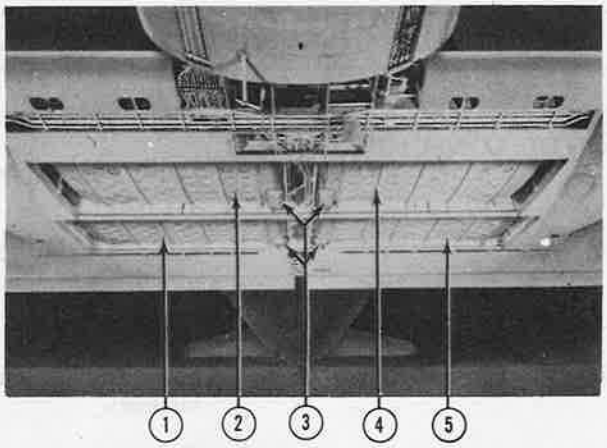
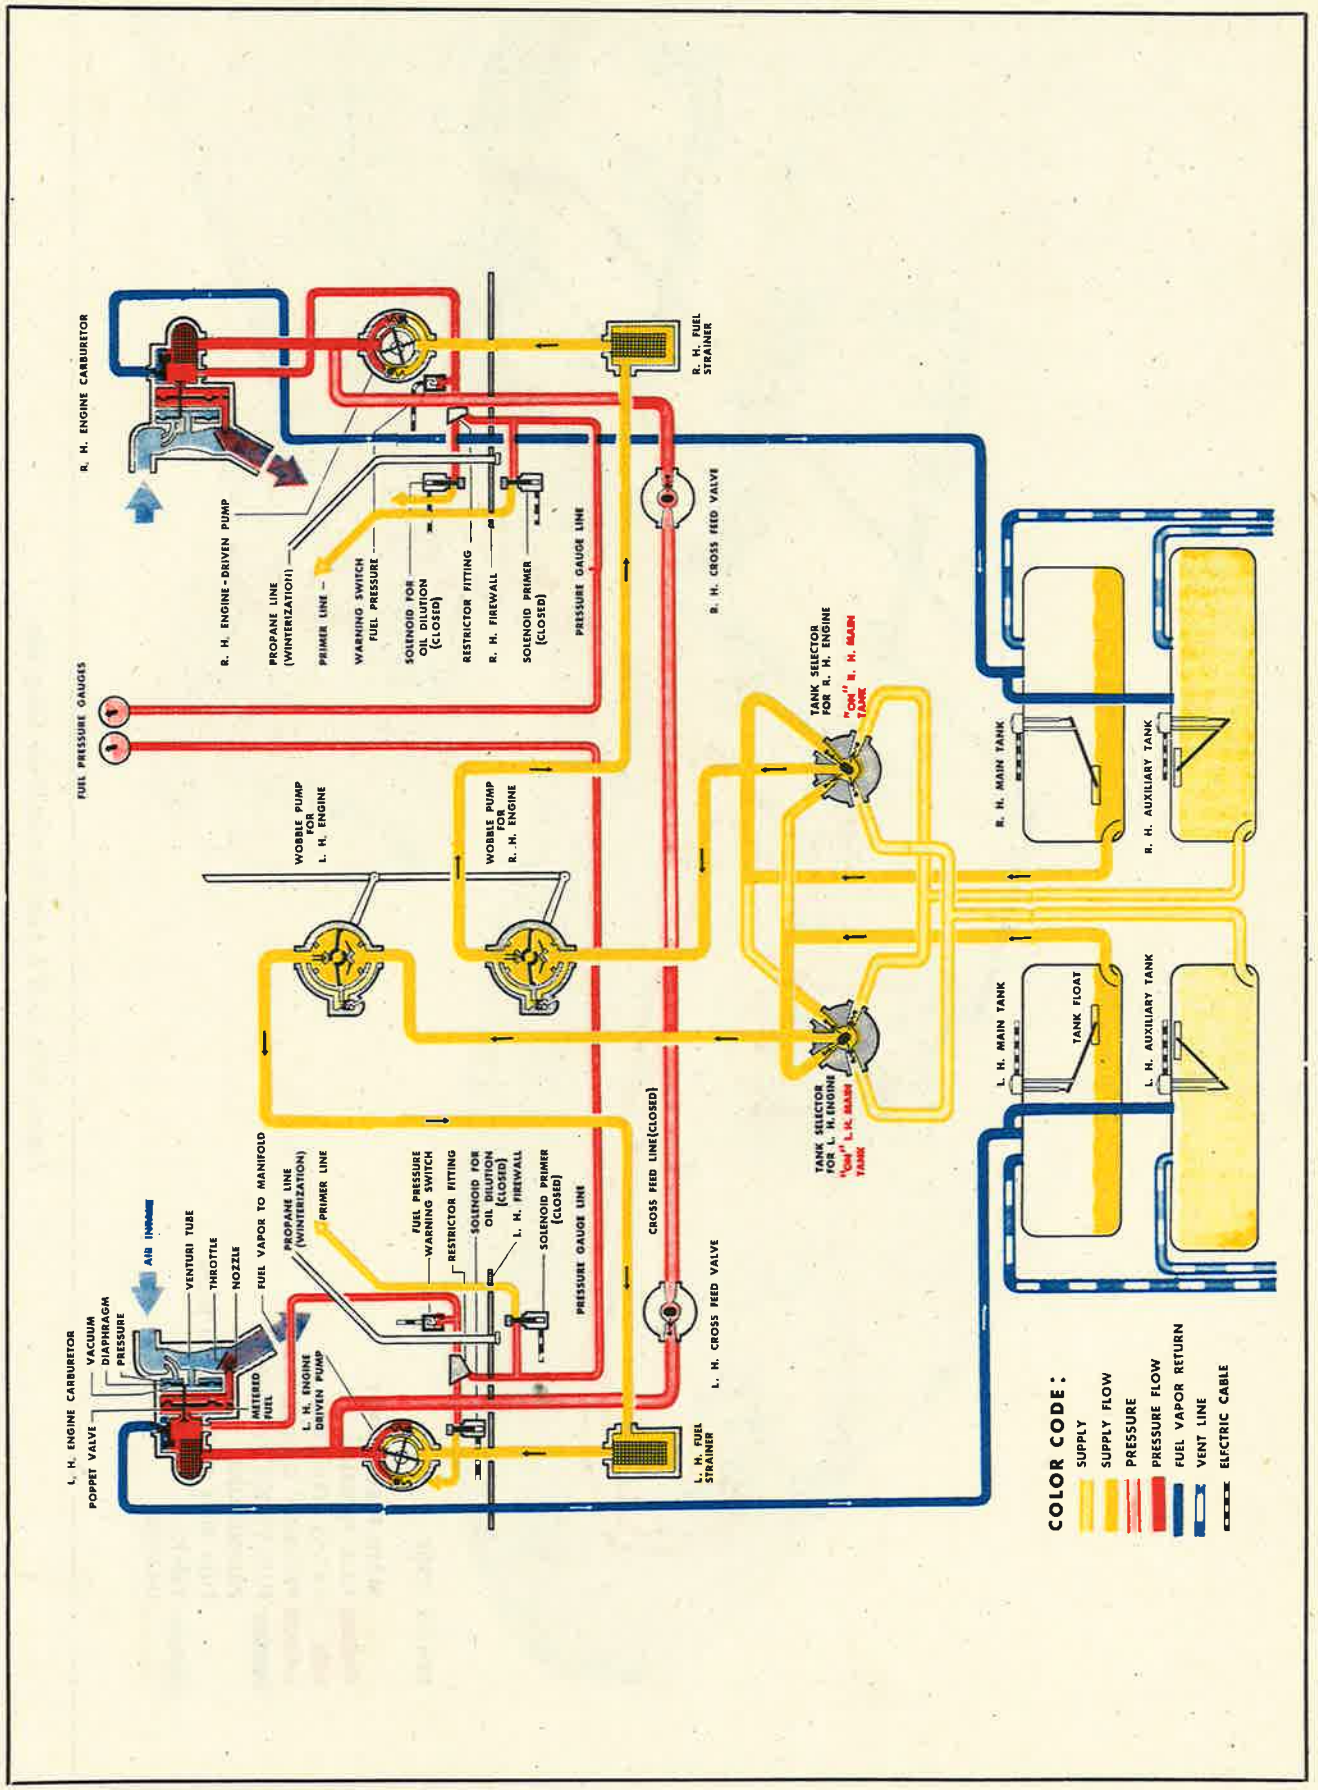
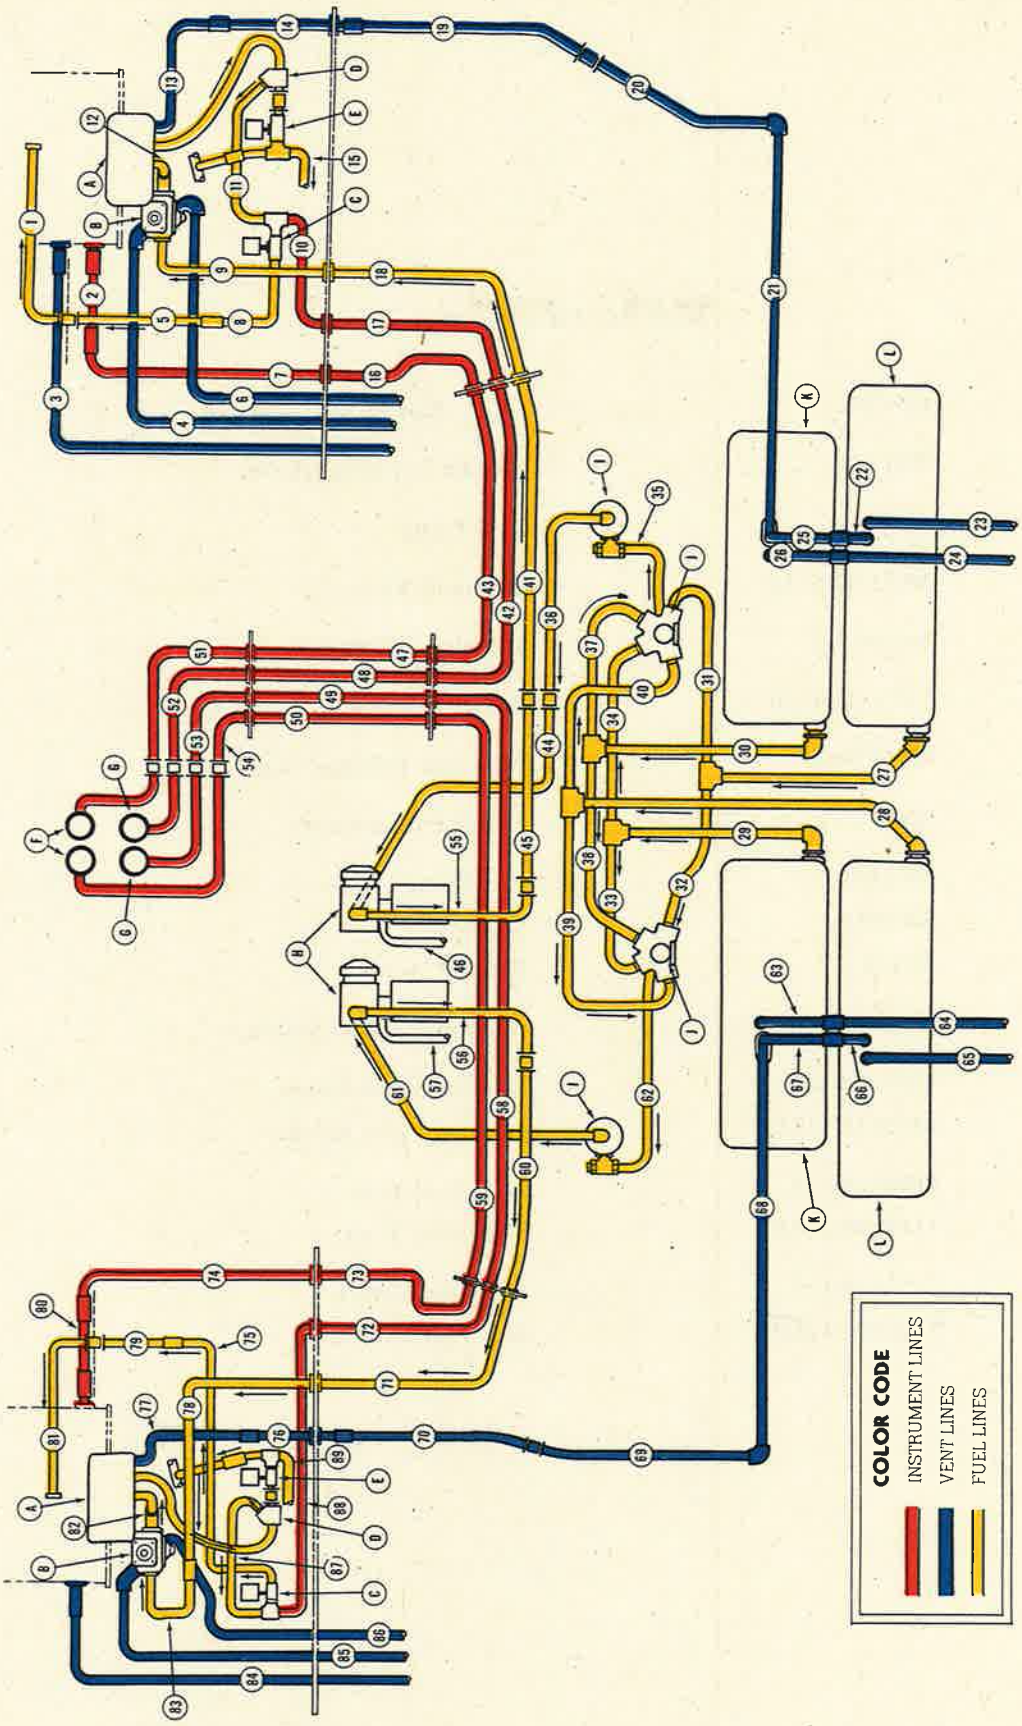
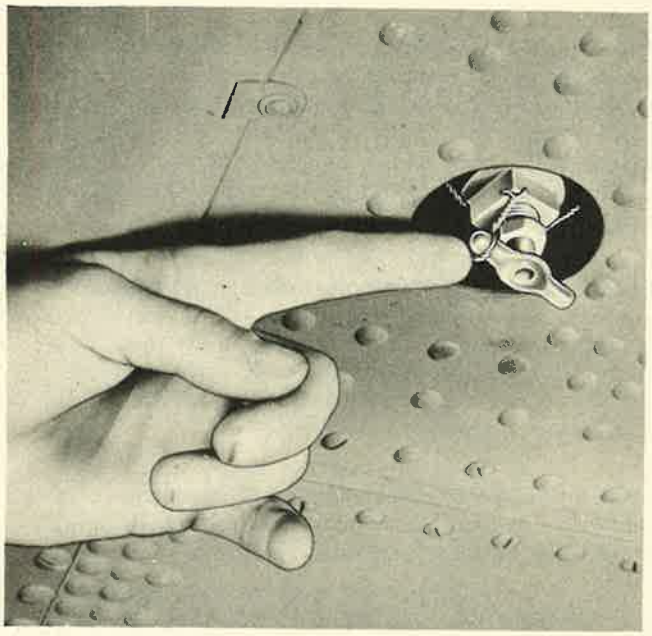

Figure 287—Fuel Tanks Installed
Figure 288—Fuel System Schematic Diagram
Figure 289A—Late C-47A and C-47B Fuel Flow Chart (Also See Figure 628 A)
Figure 290—Fuel Tank Drain Cock
a. GENERAL.—Fuel is supplied from two main tanks and two auxiliary tanks mounted in the center wing of the airplane. (See figure 287.) The fuel quantity is measured by the liquidometer system which consists of a float assembly and a liquidometer tank unit in each tank electrically connected to the fuel gage located on the right instrument panel in the pilots' compartment. (Refer to section IV, paragraph 11.) There are two tank selector valves, operated by dial and handle controls in the pilots' compartment. Under normal conditions, the left engine draws fuel from the left tanks and the right engine draws fuel from the right tanks, but, by using the selector valves, fuel may be supplied from any tank to either engine. (See figure 288.) Lines lead from the selector valves to the two hand-operated wobble pumps. These pumps are used to raise the fuel pressure when starting the engines, or before the engine-driven pumps are in operation. The fuel flows from the wobble pumps through lines to the strainers, located in each nacelle, through the engine-driven pumps, and from there, under pressure, into the carburetors. (See figure 288.) A cross-feed line is connected on the pressure side of each engine-driven pump, and the two cross-feed valves in this line are operated by a single control in the pilots' compartment. The cross-feed system enables both engines to receive fuel from one engine-driven pump in case either pump fails. On late C-47A airplanes and all C-47B airplanes the wobble pumps are replaced by two electric booster pumps, with the fuel strainers relocated in the system just ahead of the booster pumps. (See figure 289A.) Each fuel strainer is located in the center wing near
(1) DESCRIPTION.—The tanks are constructed by welding together an upper and lower shell of 3S half-hard aluminum sheets. Each tank is equipped with a water-collecting sump (3, figure 287) and a drain cock (figure 290) located on the bottom of the tank. A cartridge containing potassium chromate crystals is placed in each tank sump to prevent corrosion. This cartridge should be changed every 300 hours. An elec-
KEY TO FIGURE 289A
tric liquidometer unit in the top of each tank connects to an indicator on the right-hand instrument panel in the pilots' compartment. (See section IV, paragraph 14.*c*.(7).) The two main tanks, each with a capacity of 202 U. S. (168 Imperial) gallons, are mounted in the center wing of the airplane between the front and center wing spars on each side of the airplane center line (2,4, figure 287). The auxiliary tanks, with a capacity of 200 U. S. (167 Imperial) gallons each, are mounted directly aft of the main tanks between the center and rear spars (1 and 5, figure 287). The tanks are supported by a padded cradle assembly (figure 287) which is made fast to the center wing by 24 ST aluminum straps.